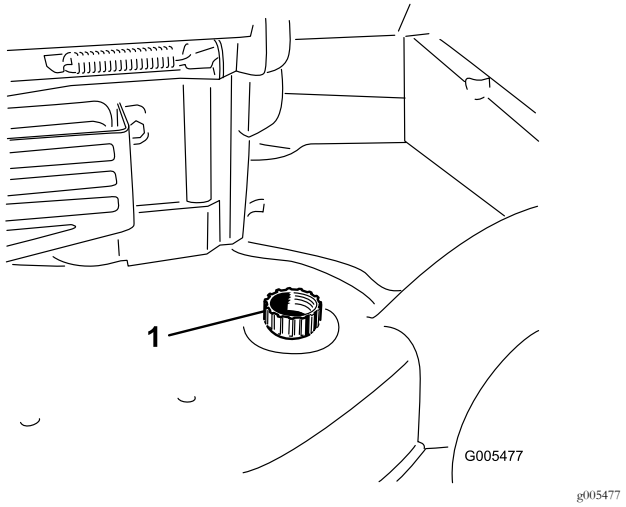

Figur 22
4. Fastgør en haveslange, der er sluttet til vandforsyningen, til maskinens gevindport (Figur 22).